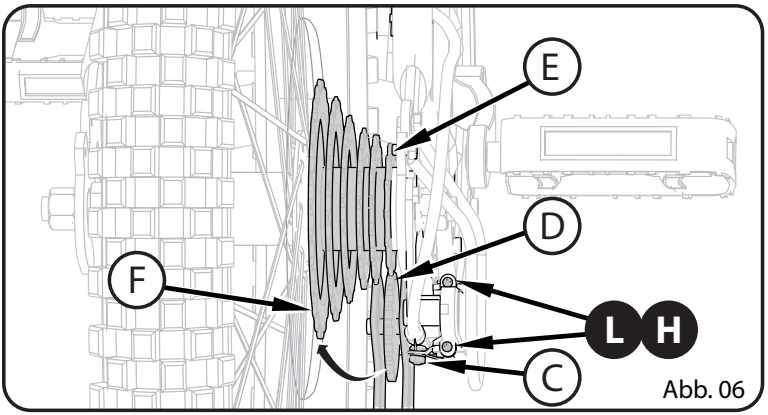

Abb. 06
- Drehen Sie die Einstellschraube H so, dass die Kettenführungsrolle D auf die Außenkante des kleinsten hinteren Kettenrads E ausgerichtet ist (**Abb. 06**).
- Legen Sie die Kette auf das größte hintere Kettenrad (F) um.
- Drehen Sie die Einstellschraube (L) so, dass sich die Kettenführungsrolle genau unter dem größten hinteren Kettenrad befindet (**Abb. 06**).